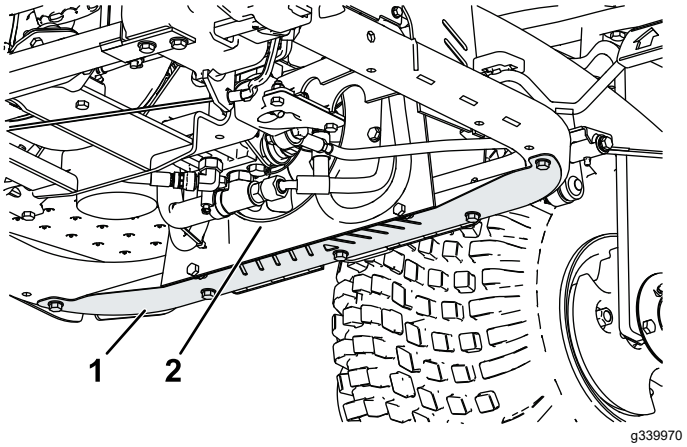

**Figur 44**
1. Fjern den nederste afskærmning (Figur 44).
2. Blæs trykluft ind mellem ventilatorvingerne (Figur 44) ved hjælp af en stav for at tvinge materiale ud fra den retning, det kom ind.